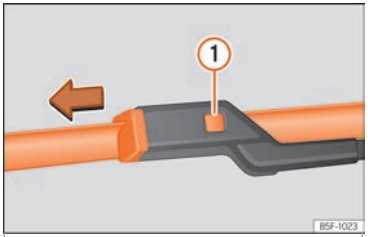

Fig. 40 Substituição das escovas do limpa para-brisas.
- Mantenha pressionado o botão de desbloqueio ››› **Fig. 40** (1) puxando ligeiramente pela escova no sentido da seta.